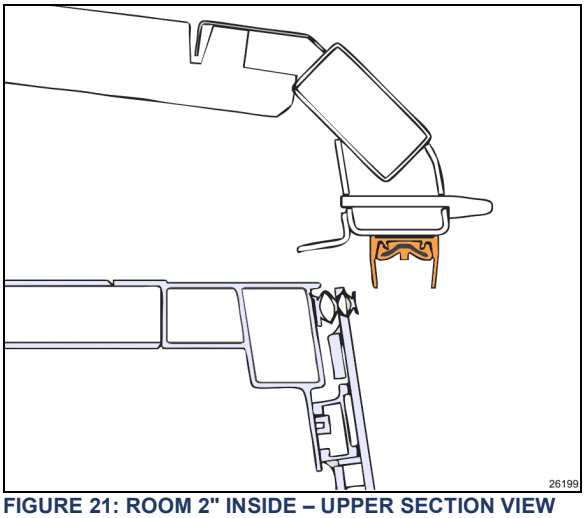

**FIGURE 21: ROOM 2" INSIDE – UPPER SECTION VIEW**
Do not retract slide-out room too far in. Retract just past the wiper seal. (Figure 21)
12. Using the manual override procedure paragraph 5, move the slide-out 2" inside the vehicle just so the seal becomes accessible from the outside (Figure 21).